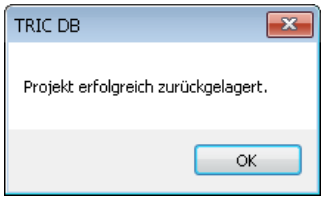

Bild 17.24 – Erfolgsmeldung nach Erzeugung des Rückgabearchivs.
- Nachdem das Projekt archiviert wurde, setzt TRIC Sie über den Erfolg der Rückgabeaktion in Kenntnis (Abb. 17.24).